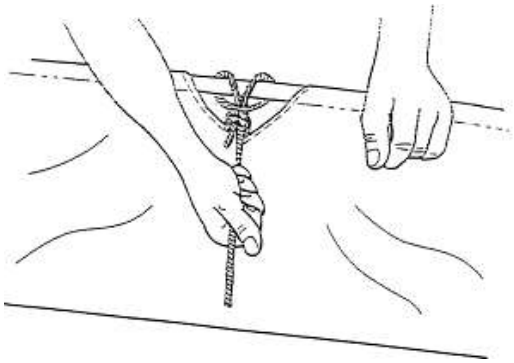

Abbildung 18
- Befestigen Sie das Seil (I) an der Oberseite der Auffangtasche (48) (siehe Abbildung 18).